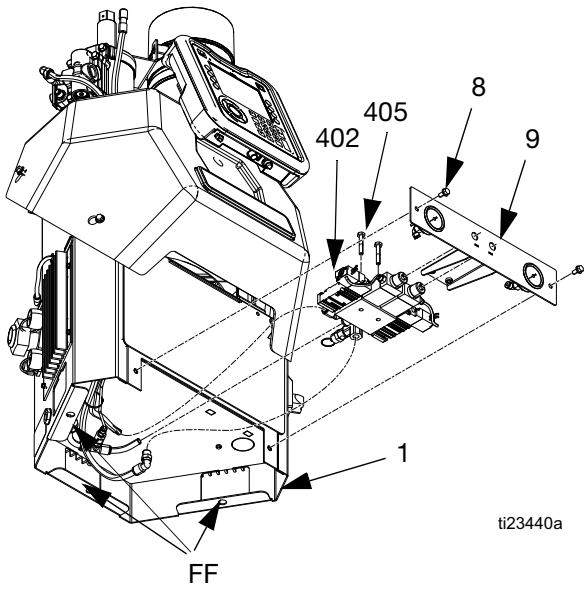
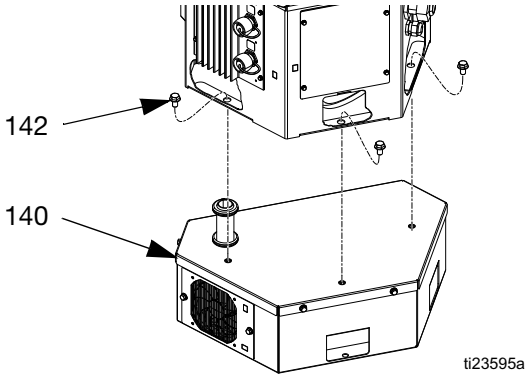

**FIG. 50**
**FIG. 51**
**Disassembly (see FIG. 50):**
4. Remove front access panel (10) from electrical enclosure (1).
5. Remove the transformer assembly; for 480V systems only *(see FIG. 51)*:
b. Remove three screws (142) and InvisiPac system off of transformer assembly (140).
6. Use 3/8 in. socket to remove two screws (8).
8. Insert hands through access holes (FF), see FIG. 50, in bottom of electrical enclosure then disconnect air lines from air control solenoids (402).
10. Remove two screws (405) securing solenoids (402) to air control assembly (9) then remove air control solenoids.
**Reassembly (see FIG. 50):**
1. Use two screws (405) to secure new solenoids (402) to air control assembly (409).
3. Insert hands through access holes (FF), see FIG. 50, in bottom of electrical enclosure then connect air lines to air control solenoids (402).
4. Slide air control assembly (9) into place then use two screws (8) to secure to electrical enclosure (1).
5. For 480V systems, install transformer assembly (140) with screws (142) and reconnect transformer wires to J2 connector on AWB board and the main power switch.